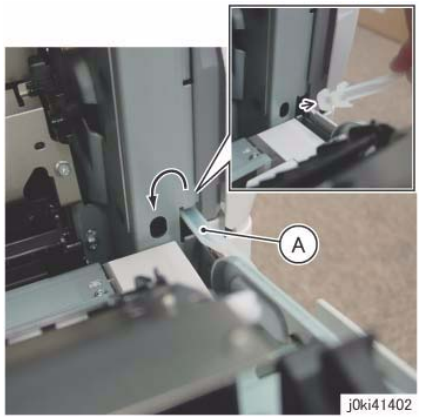

Figure 2 Rotate and Remove the Front Support
6. Rotate the Front Support 90 degree counterclockwise and remove it from hole of the Frame. (Figure 2)